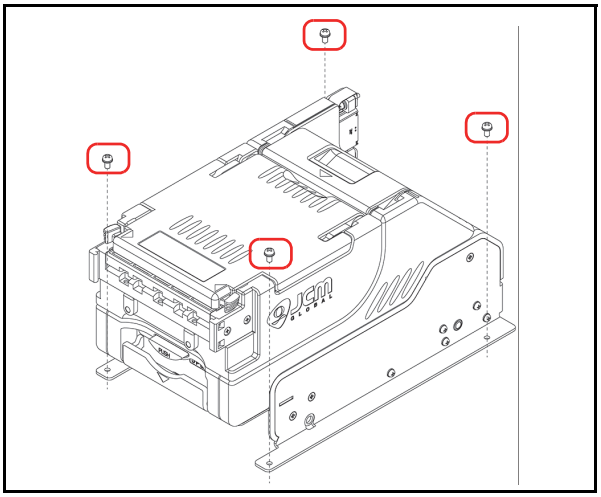

Figure 2-9 M3 Screws Locations
2. Bolt the bottom side of the iVIZION® LD Frame into its intended Machine's location using four (4) M3x6 Screws on both bottom sides of the Frame (2 Screws on each side as shown in Figure 2-9).